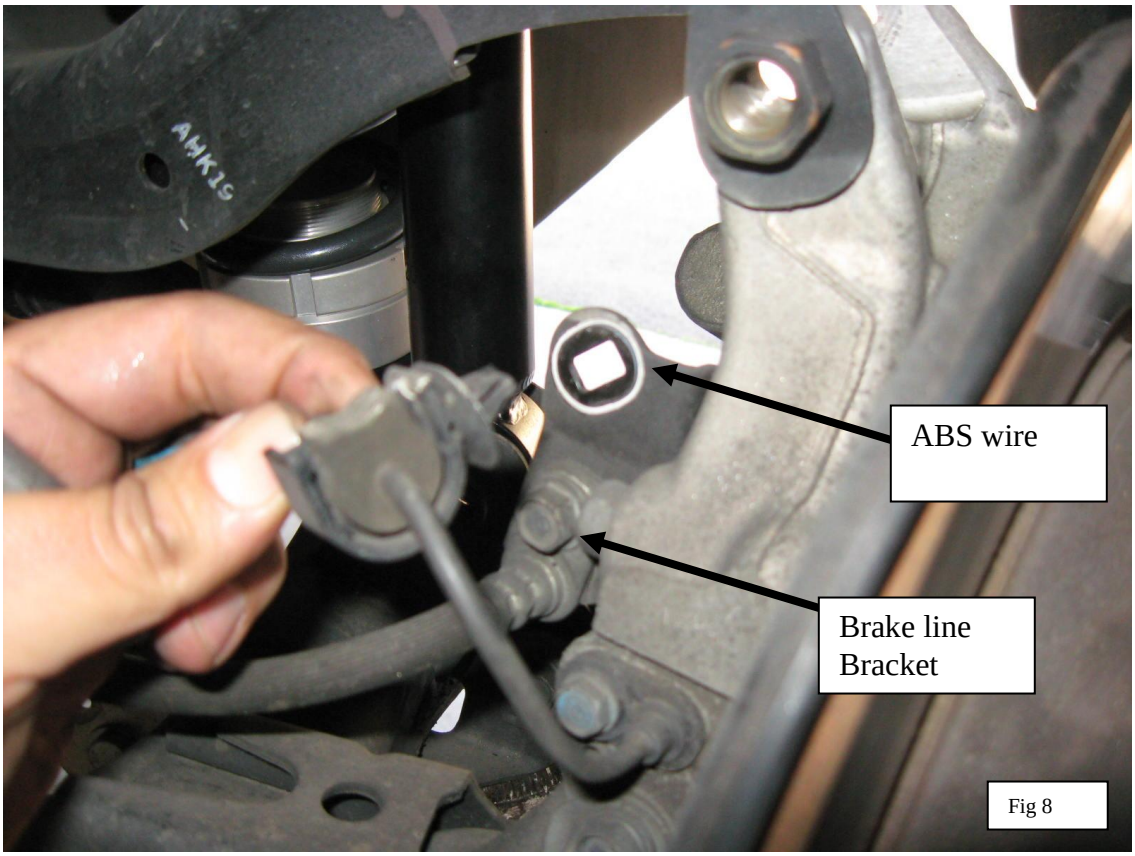

Fig 8
15. Remove the brake line bracket at the back of the hub as well as the ABS line as shown in figure 8. Also remove the sway bar end link where it attaches to the lower arm.